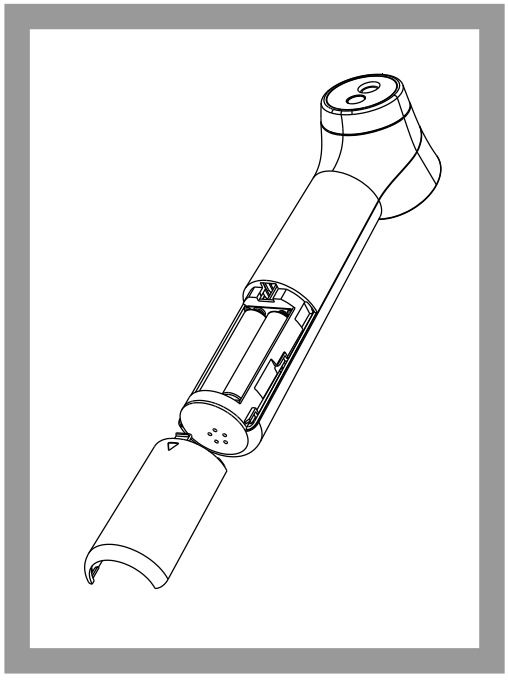

Рисунок 11.
3. Извлеките батарею и установите 2 новые щелочные батареи AAA, как показано на рис. 11.